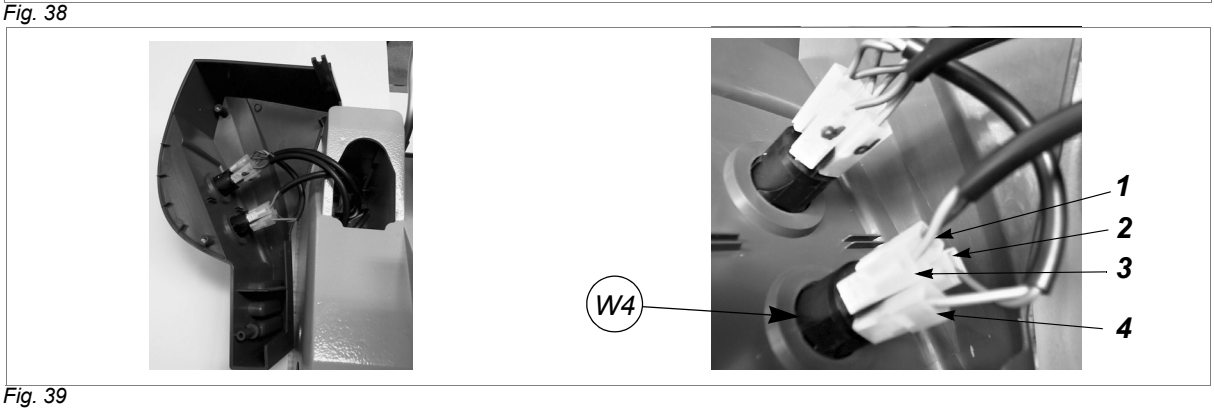

Fig. 39
10) Remove the connectors (1, 2, 3, 4), paying attention to their positions (fig. 39, page 26).